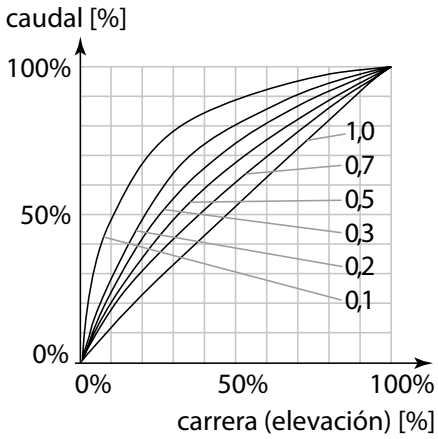

Fig. 3
2. Característica de la válvula de control lineal (Fig. 3)